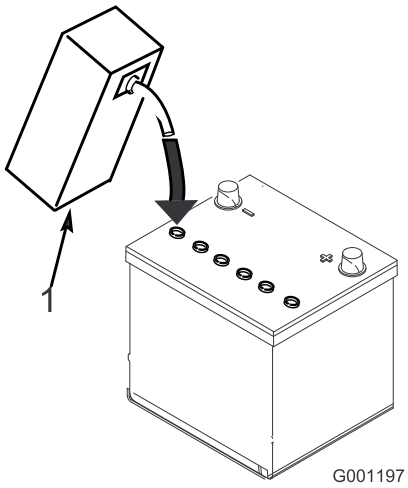

Figur 6
5. Fyll hver celle forsiktig med elektrolytt til platene er dekket med ca. 6 mm væske (Figur 6).